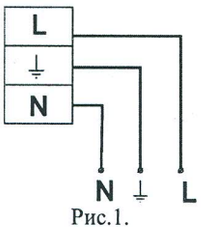

Рис.1.
3.2 Сетевой кабель пропускается через сальник и присоединяется к клеммной колодке: L – фаза, N - нейтраль, провод заземления присоединяется к соответствующей клемме колодки, см. рис.1. Для обеспечения степени защиты оболочки светильника присоединение должно осуществляться через шнуровой кабель типа ПВС. Сечение проводов питания должно быть в пределах 0,75-2,5 мм².